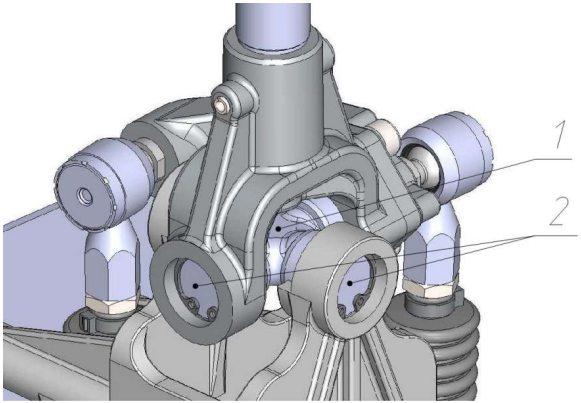

Рис. 6.5 Шарнирный узел мастер-опоры
1.1	Пропустить концы тросов через вырез в полу кабины Пропускание тросов производить аккуратно, не допуская отклонения концов тросов на угол, выходящий за пределы конуса 16º (8º от центра в любую сторону), что приведет к выходу троса из строя. Не допускается повреждение гофрированных чехлов тросов или их сползание с посадочных мест на корпусах тросов. В случае сползания чехла с корпуса троса, необходимо установить его на место, см. рис. 6.5.